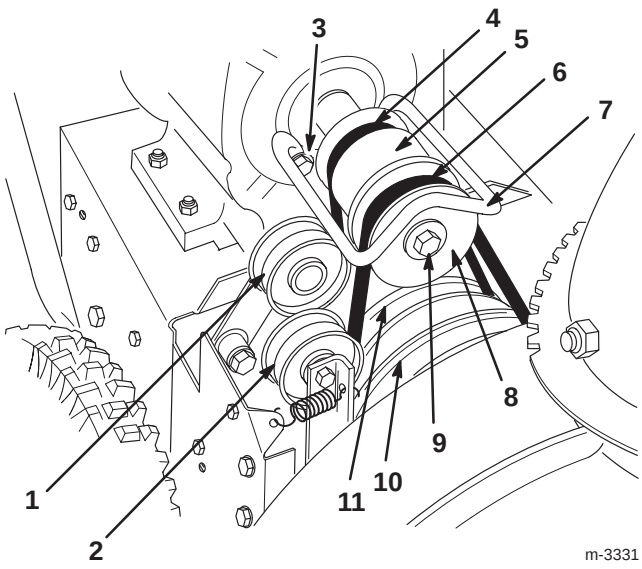

Figur 32
7. Skruva bort bulten, låsbrickan och brickan på motorns vevaxel (figur 32).